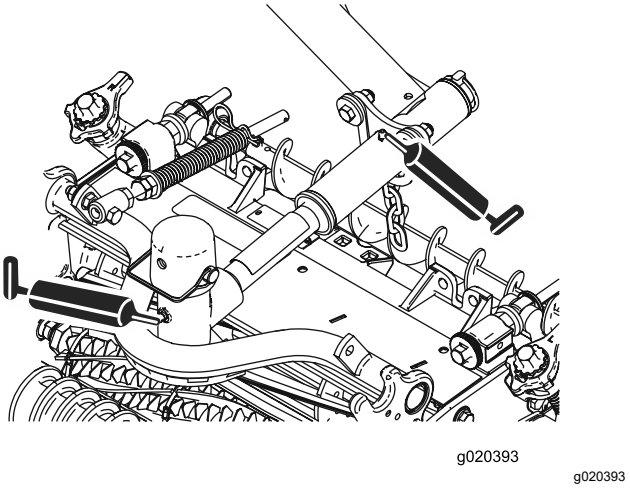

Rysunek 48
- Osie zespołu tnącego (po 2); patrz Rysunek 48.